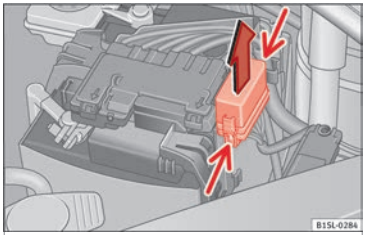

Fig. 83 In the engine compartment: fuse box cover
- Press the attachment tabs in the direction indicated by the arrow (thin arrows) to release the fuse box cover ››› **Fig. 83**.